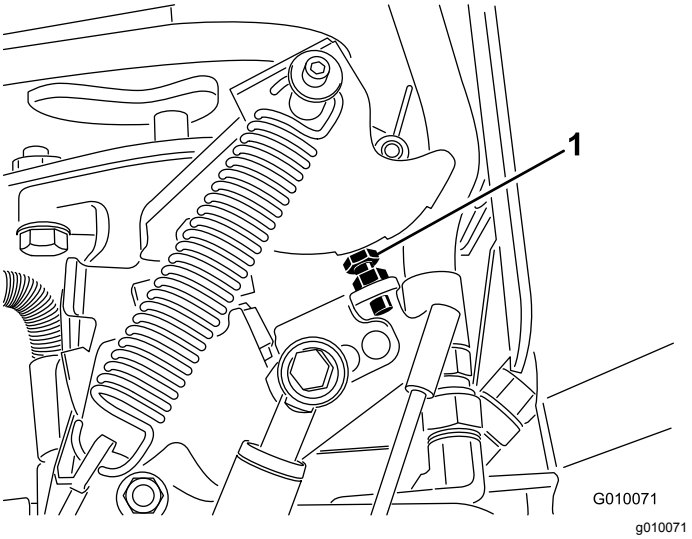

Figuur 67
6. Indien de insteekafstand moet worden ingesteld, moet u de aanslagbout van de pomp (Figuur 67) dichter naar de aanslagplaat draaien om de insteekafstand te verminderen of de aanslagbout van de aanslagplaat af draaien om de insteekafstand te vergroten.